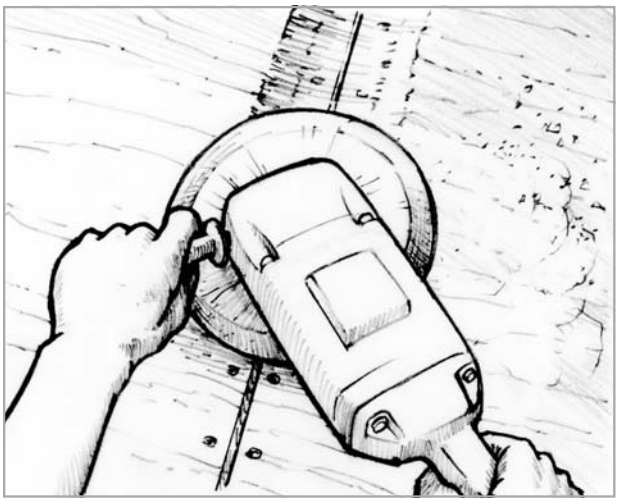

Figure 5-10 *Sand a valley along the joint to allow for fiberglass tape.*
3. Sand a 4" to 5"- wide valley along the joint with a disc sander to allow the layer(s) of tape to lie below the surface. Make the depression about 1/32" deep for each layer fiberglass tape that will fill the joint. Use the sander or a chisel to remove any additional damaged or rotted plywood around the joint. At an edge or chine, use the sander or a router with a roundover bit to round the corner. A 1/4" to 3/8" radius will allow the glass tape to lie flat on the surface *(Figure 5-10)*.